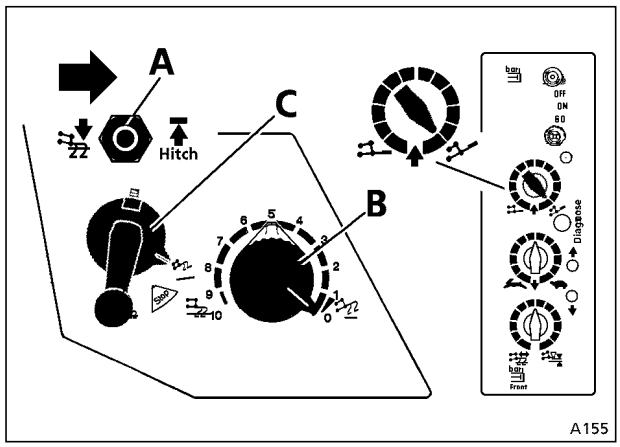

Rys.119
- Dźwignią (A) zluzować ryglowanie.
- Pokrętło (B/patrz OBSŁUGA Rys. 119) ustawić w pozycji "0"
- Włącznik szybkiego unoszenia (C/patrz OBSŁUGA Rys. 119) na "regulację"
- Zaczep Hitch opuścić pokrętłem (B/patrz OBSŁUGA Rys. 119).